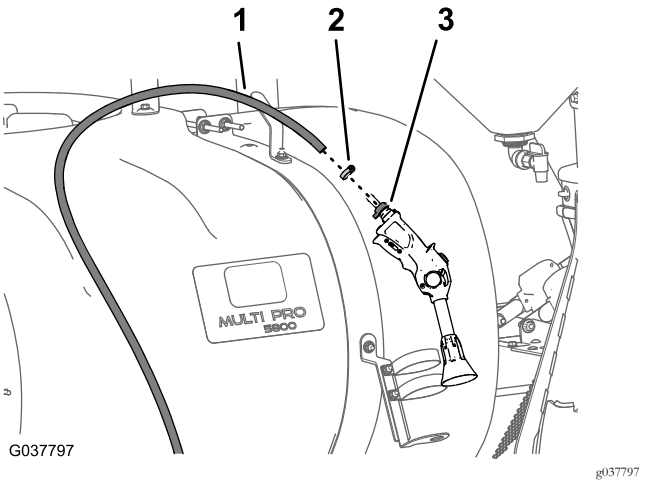

Figura 39
1. Retire la abrazadera que sujeta la manguera de alimentación al conector de manguera de la pistola de fumigación (Figura 39).
2. Retire la manguera del conector de manguera (Figura 39).